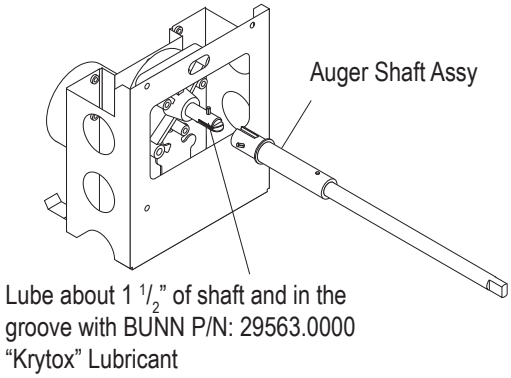

Figure 3
- □ Place a small amount of “Krytox” lubricant (provided in kit in a plastic cap) on the end of the motor shaft (about 1 1/2”) and a thin film in the groove. Install auger shaft assembly onto the motor shaft. See Figure 3. Do not use too much “Krytox” lubricant. This is the only place “Kry tox” lubricant is used.
- □ Assemble motor/shaft assembly as shown in Figure 3, then install assembly into cooling drum. Make sure the pins do not hit the sensor board and cooling drum seal is not dislodged as the shaft passes through.